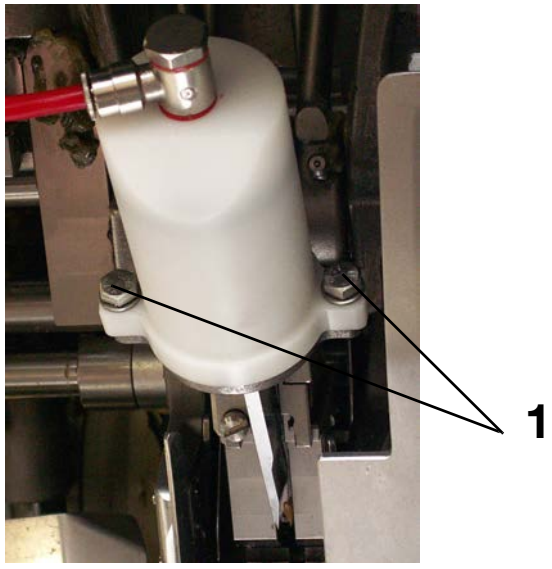

Fig. 5-11 1 Fixing screws
- Loosen the fixing screws on the knife cylinder (Fig. 5-11).